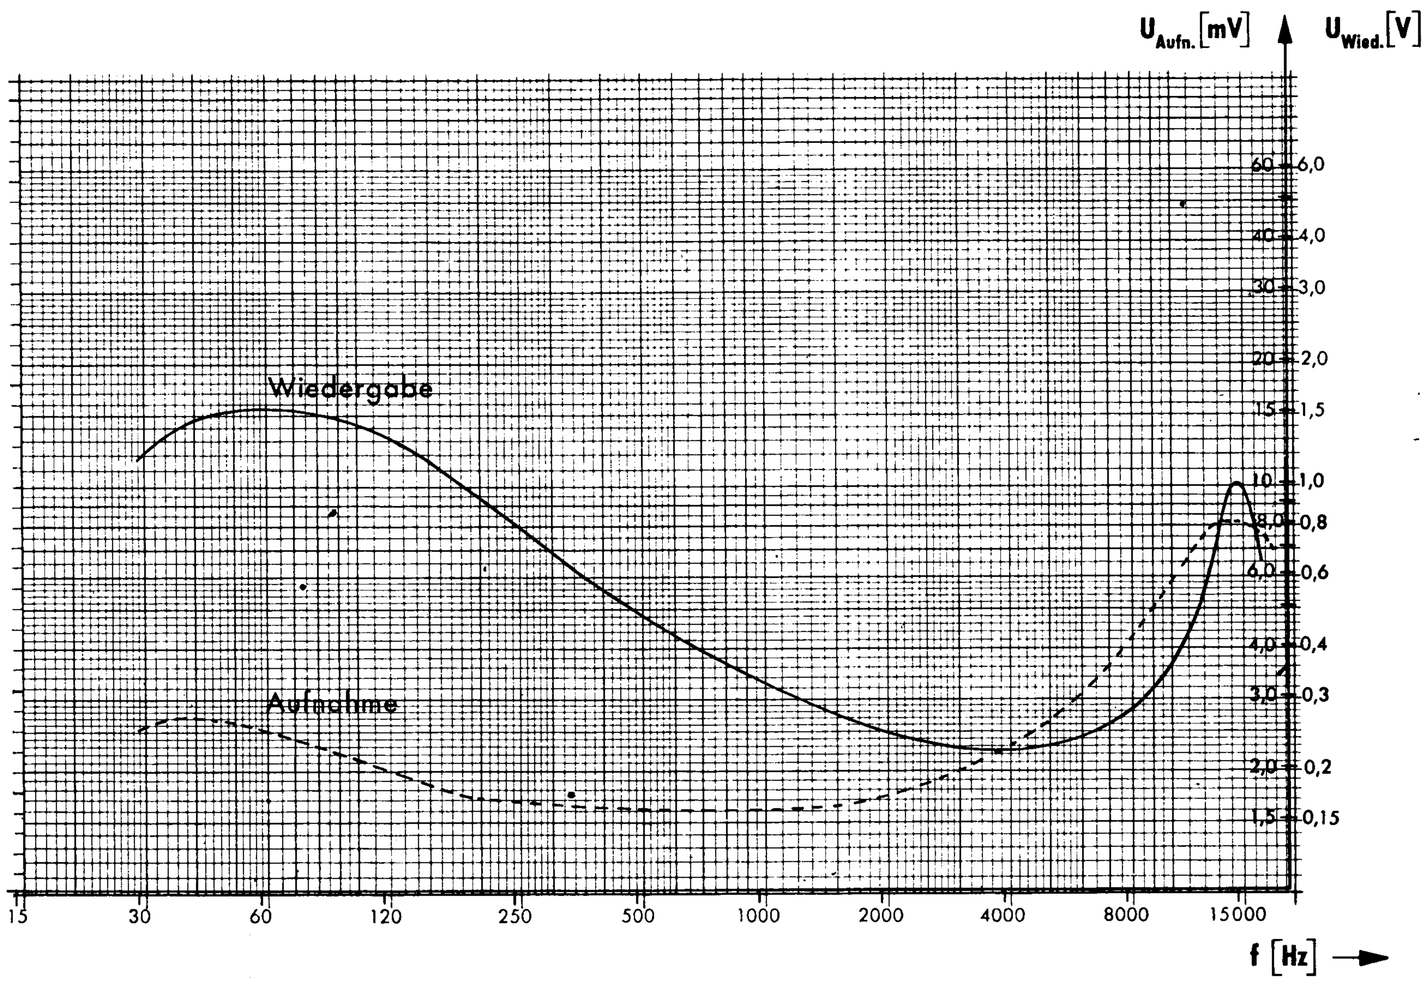

Bild 4 Frequenzgang bei Aufnahme und Wiedergabe
4) Frequenzgang des Aufnahmeverstärkers. Tongenerator wie unter 2 anschließen. Ausgangsspannung jedoch bei 1 kHz auf 1 V einstellen. Aussteuerungsregler so weit aufdrehen, daß die Leuchtbalken gerade schließen. Anschließend die Ausgangsspannung um 20 dB (1:10) verringern. Mit dem Röhrenvoltmeter kann jetzt die in Bild 4 gestrichelt dargestellte Kurve aufgenommen werden.